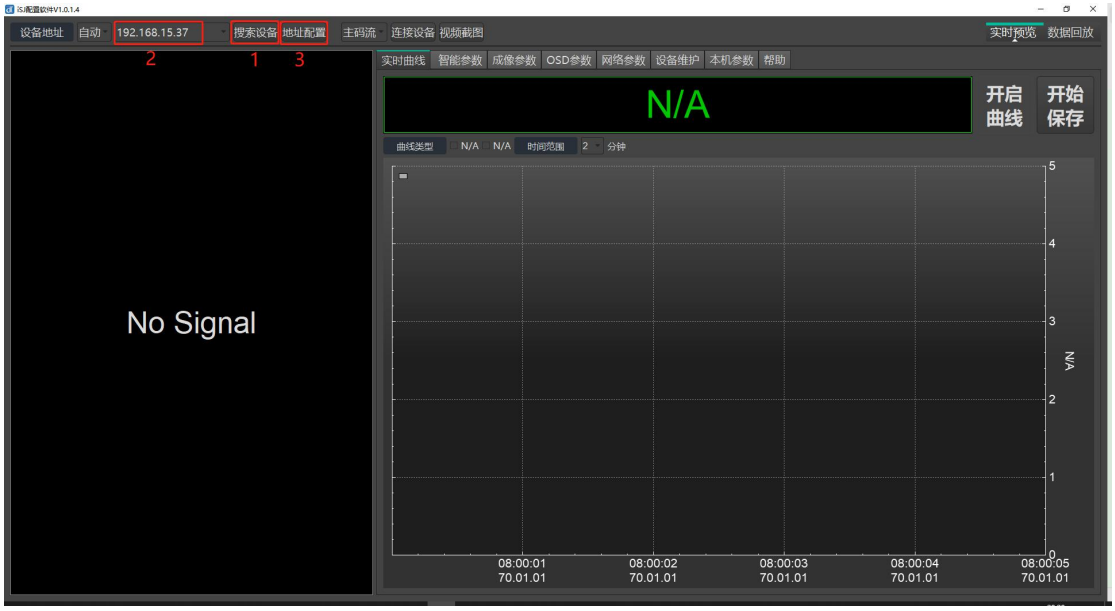

图 6 设备搜索界面
3) 软件打开后点击窗口中“搜索设备”按钮如图 6（1），之后会在下拉框中自动显示出当前局域网中已经在线的设备的IP地址如图 6（2），通过下拉框选择需要修改的IP地址，点击“地址配置”按钮如图 6（3），进入地址配置界面。